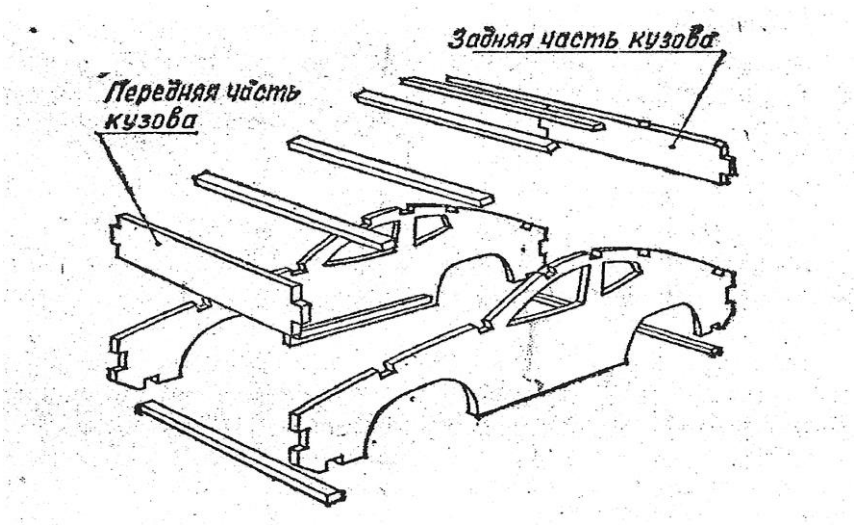

Рис. 1
1. Провести попередню, пробну збірку каркаса кузова з виготовлених деталей (рис. 1).